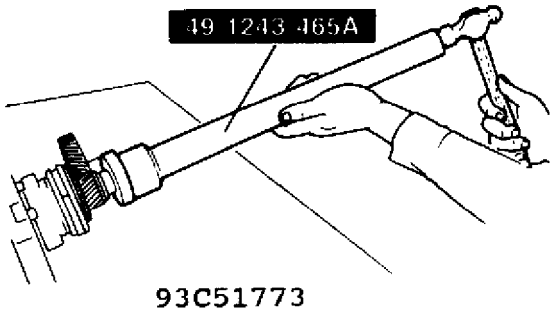

Fig. 4: Installing Rear Bearing (M-Types)
1. Drive on the mainshaft rear bearing using he SST, fully seating it against the front "C" washers. See Fig. 4.